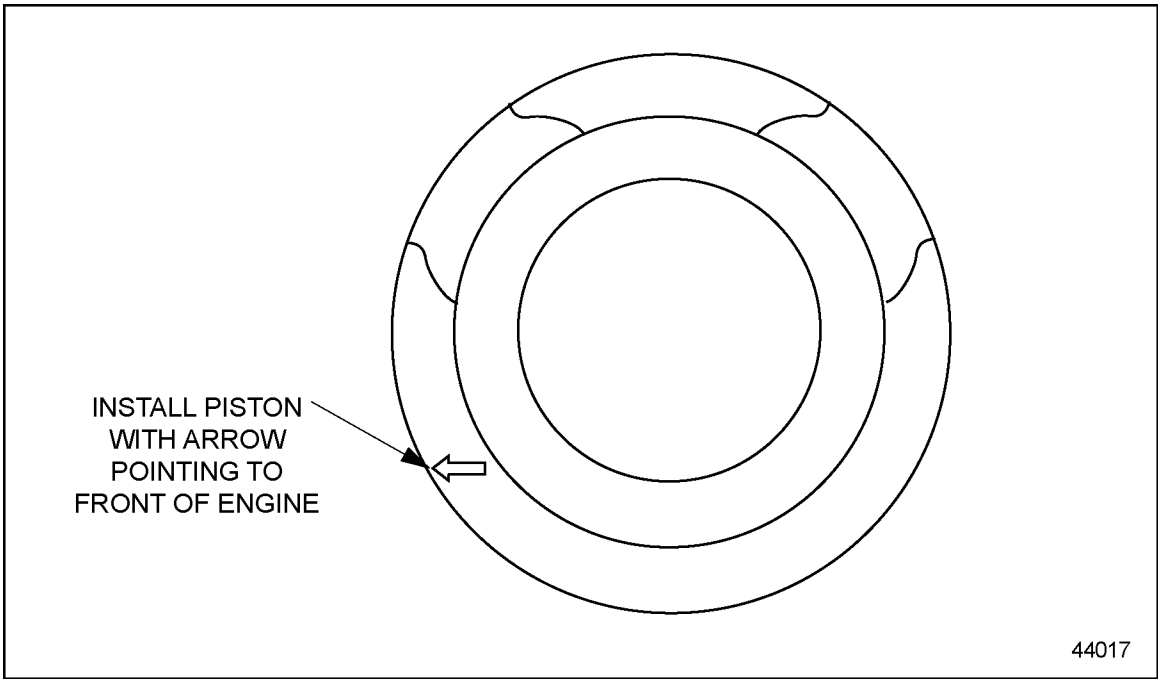

Figure 1-308 Piston Dome Steel Forged One Piece Piston Assembly
20. For steel forged one piece piston assemblies, ensure arrow on piston dome is pointing toward the front of the engine during installation. See Figure 1-308.